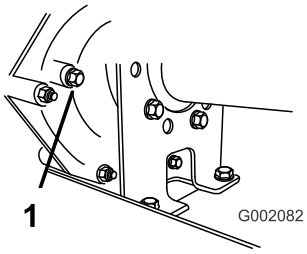

Figura 64
2. Rimuovete il bullone dal foro indicatore di livello (Figura 64).